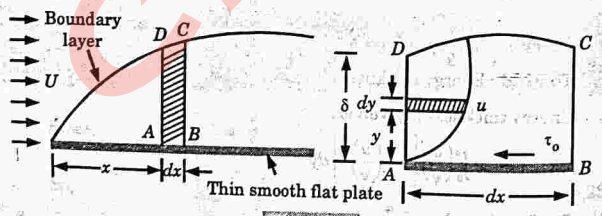

Fig. 4.30.1
1. Let us consider a thin smooth flat plate with boundary layer as shown in Fig. 4.30.1.
4. Now take the element $ABCD$, τ_o is the wall shear stress acting on the plate and velocity variation in strip $ABCD$ is also shown in the Fig. 4.30.1.